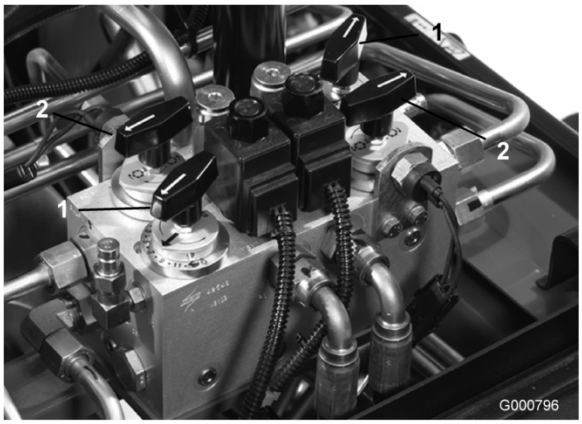

Figur 70
3. Find hastighedsregulatorerne til knivcylindrene og baglapningsregulatorerne (Figur 70). Drej de(n) ønskede baglapningsregulator(er) til baglapningspositionen og de(n) ønskede hastighedsregulator(er) til knivcylindrene til positionen 1.